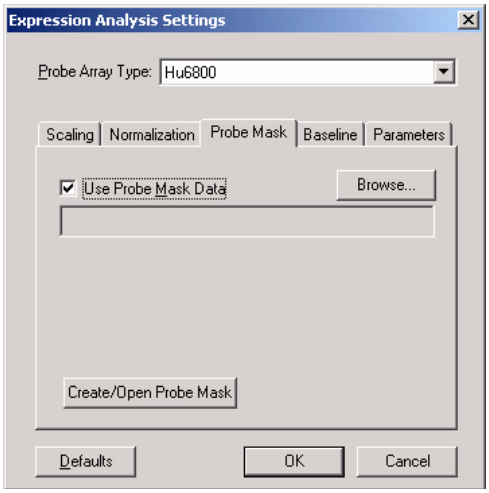

Figure G.32
1. In the Probe Mask tab, click **Create/Open Probe Mask** **(Figure G.32)**.